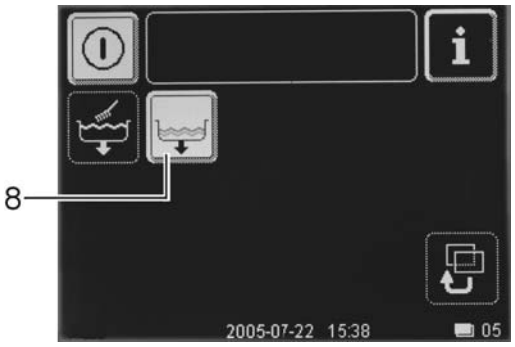

Рис. 05
- Нажмите на командное поле (7).
- ⇨ Появляется рисунок 05.
- Нажмите на командное поле (8).
- Для прерывания этого процесса повторно нажмите на командное поле (8).
- ➢ Нажмите на командное поле (7).
- ➢ Нажмите на командное поле (7). Для прерывания этого процесса повторно нажмите на командное поле (7).
- – Появляется командное поле (25) «Очистка внутренней полости», которое еще пока не действует.
- После опорожнения всех баков мигает командное поле (25) «Очистка внутренней полости». На командном поле в обратном направлении отсчитывается время 5 минут. В это время Вы можете очистить внутреннюю полость вручную (см. раздел "Очистка внутренней полости"), а затем автоматически завершить выполнение программы самроочистки.